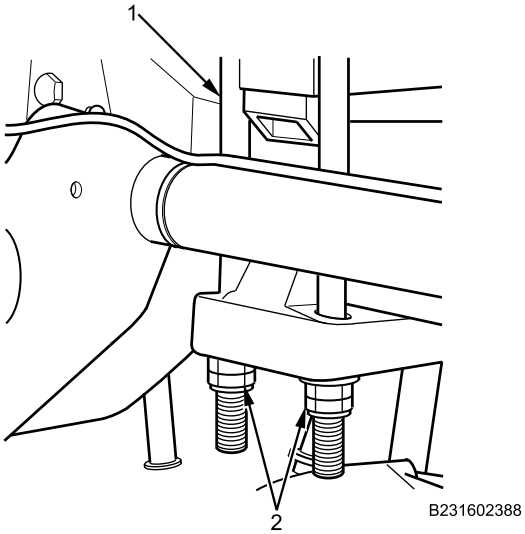

Figure 11. Front U-Bolt.
11. Apply corrosion preventive compound to new U-bolt locknuts and washers (Figure 11, Item 2).
12. Loosely install washers and U-bolt locknuts (Figure 11, Item 2) on rear spring front U-bolt (Figure 11, Item 1).